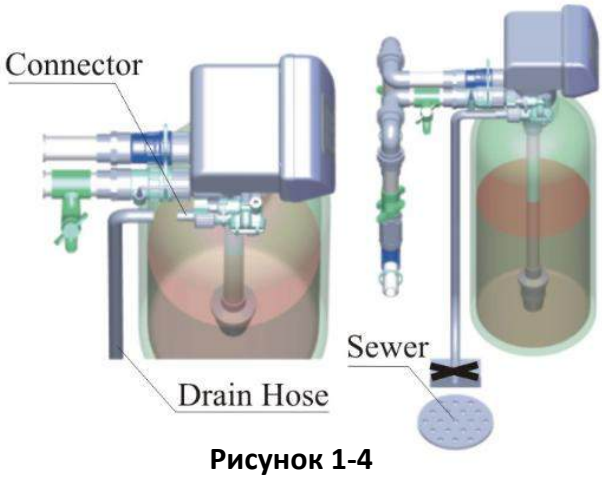

Рисунок 1-4
5. Монтаж дренажной линии (см. рисунок 1-4).
• убедитесь в том, что сливной шланг не присоединен к канализационному коллектору и оставьте некоторое пространство между ними для избегания попадания сточных вод в фильтр обратным ходом (см. рисунок 1-4)